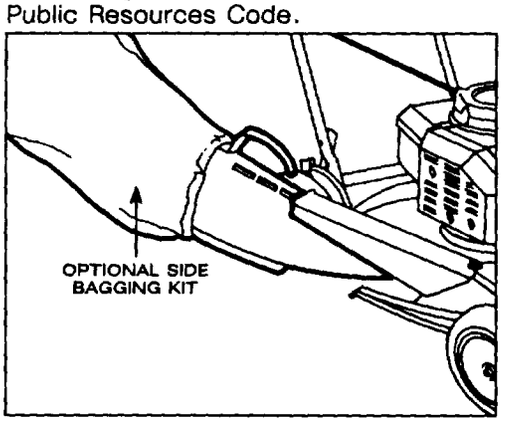

Figure 24
1. Side Discharge Bagging Kit, Model No. 47-6510—Side bag kit (Fig. 24) lets you bag lush grass in spring to help keep your lawn free of clippings. In the fall, bag leaves while you mow to eliminate the hand-blistering raking job.